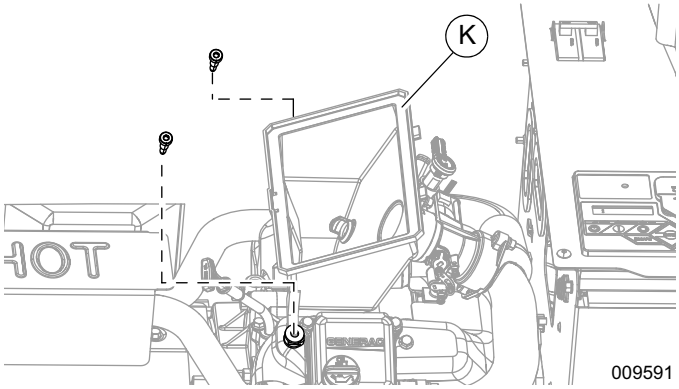

Figura 8. Extracción de los tornillos de la caja de aire (Serie 500/1000)
3. Consulte la ***Figura 8***. Retire los tornillos de la base de la caja de aire (K).